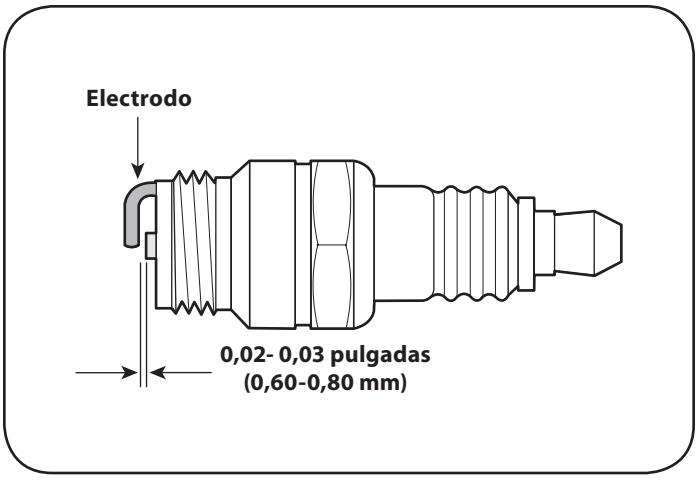

Figura 19
3. Mida la separación de bujía con un calibrador. Corrija de ser necesario torciendo el electrodo lateral. Vea la Figura 19. La separación debe establecerse entre 0,02 y 0,03 pulgadas (0,60-0,80 mm).